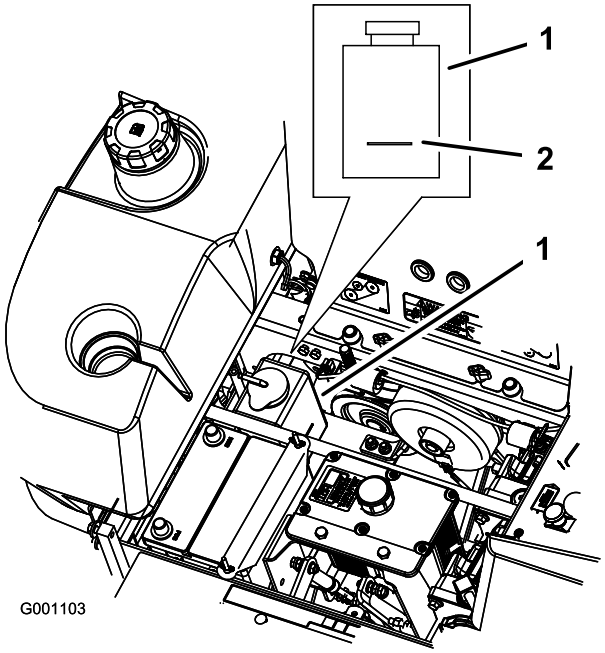

**Figuur 64**
3. Als de motor is afgekoeld, controleert u het peil van de overloopfles. De vloeistof moet tot aan de verdikking op de buitenkant van de overloopfles staan (Figuur 64).
4. Als het peil van de koelvloeistof te laag is, moet u de overloopfles bijvullen met een mengsel dat half uit antivries en half uit water bestaat (Figuur 64).
5. Vul de fles met dit mengsel tot aan de streep op de fles (Figuur 64).